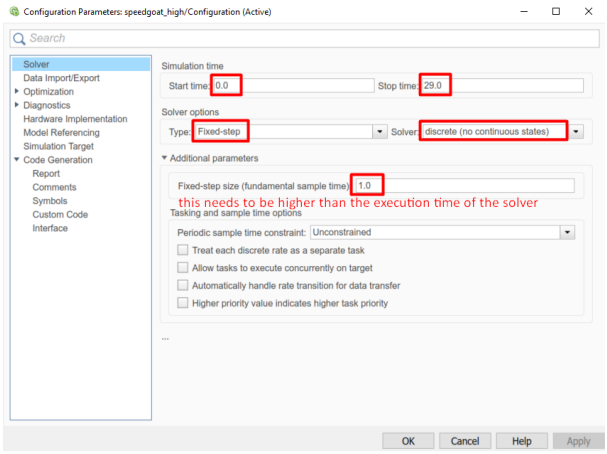

Figure 10.67: Set the Simulink solver options.
8. (Figure 10.67) In the "Solver" tab, set the options: